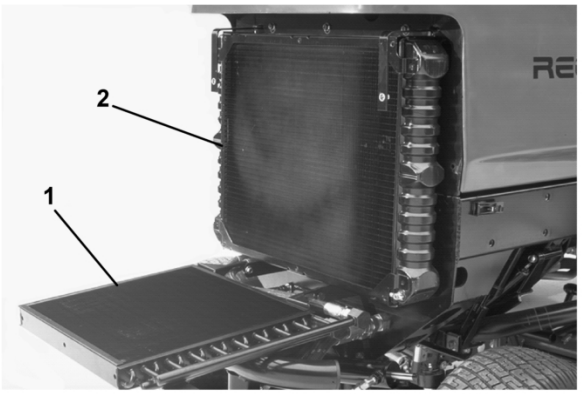

Figur 61
3. Skru drejeknapperne af, og vip oliekøleren bagud (Figur 61). Rengør begge sider af oliekøler- og køleområdet grundigt med trykluft. Brug ikke vand. Åbn motorhjelmen, og blæs snavs ud mod maskinens bagside. Vip oliekøleren tilbage på plads, og spænd drejeknapperne.